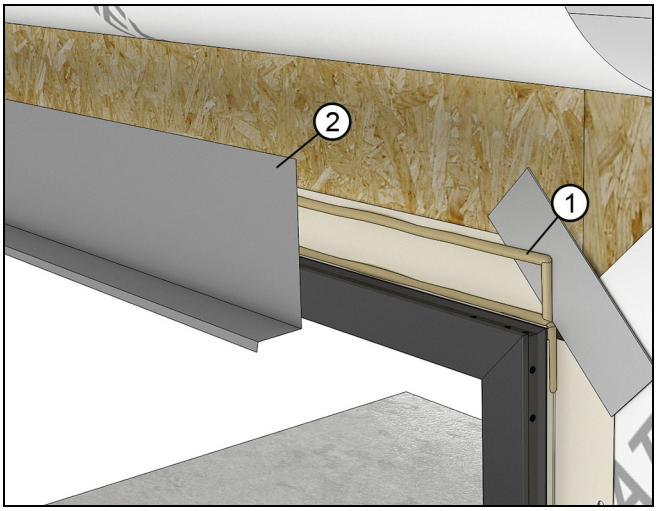

Figure 50
4. Install a rigid head flash. Apply sealant to all surfaces that will come in contact with the flashing. Flashing should extend past the window frame by at least 1/8" (3) on each side. See Figure 50.